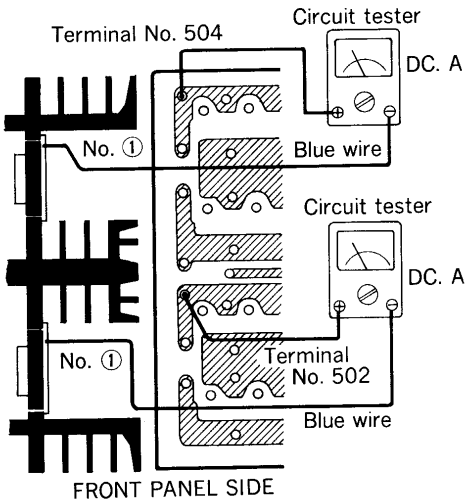

Fig. 3
① With the rear panel of the set removed, disconnect the lead wire of 504 terminal soldered to the power supply printed circuit board for the main amplifier, and connect the circuit tester in the DC current measuring range as in fig. 3.
② Adjust VR305 to reach 25 ~ 30mA (may differ to a certain extent depending on internal impedances of the circuit tester)